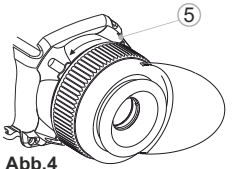

Abb.4
- Drehen Sie den Haltering des Okulars **(5)** gegen Uhrzeigersinn bis ein Klicken ertönt, nehmen Sie das Okular ab **(Abb. 4).**
- Setzen Sie den Übergangsring **(14)** in den Adapter **(15)** bis zum Anschlag ein **(s. Abb.4)**